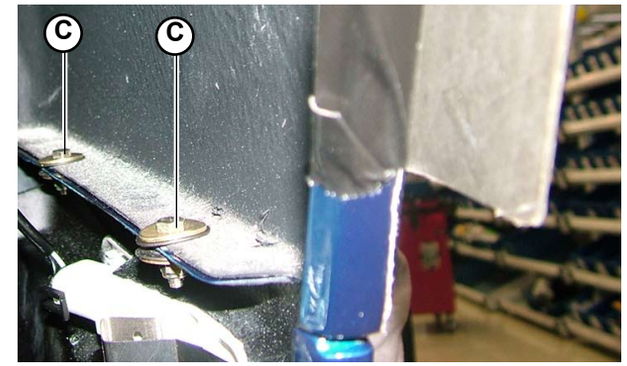

Fig.4
2. From the rear wheel arch element compartment, access and unscrew the 4 screws (**C-Fig.4**) connecting the rear bumper to the body on either side (2 screws for each side of the car).